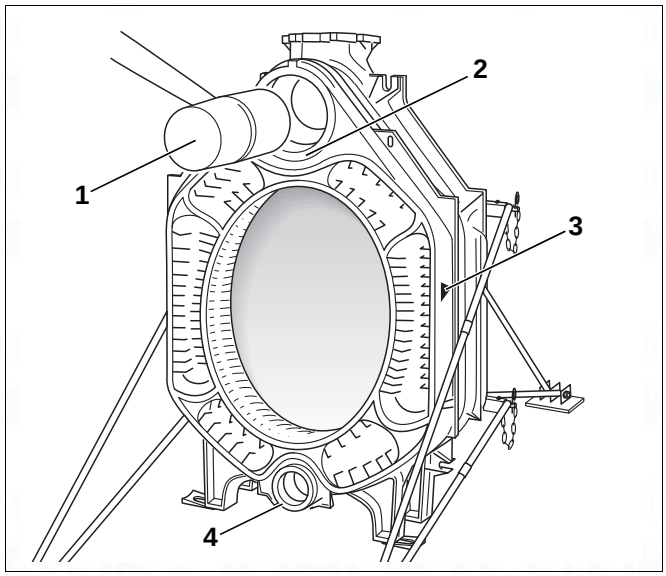

Fig. 18 Knocking the centre section into place
- Position the central section so that the upper and lower hubs (Fig. 18, [2] and [4]) fit onto the nipples in the rear section. The installation direction arrow (Fig. 18, [3]) must point towards the back.
- Drive first central section onto the rear section using a wooden or a rubber mallet (Fig. 18, [1]).